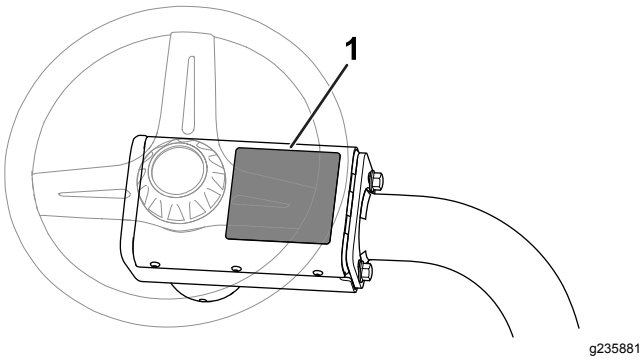

Figuur 16
- Breng de CE-waarschuwingssticker (onderdeelnummer 136-8505) aan over de aanwezige waarschuwingssticker (onderdeelnummer 136-8506); zie Figuur 16.